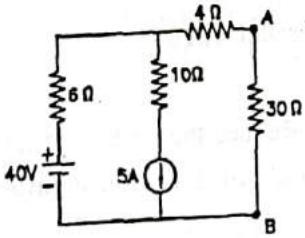

FIG. 1.193 : REFERENCE FIGURE FOR PROBLEM NO. 16
16. Using Norton's theorem, calculate the current through 30 Ω resistor in the given circuit of Fig. 1.193. [2.31 A]